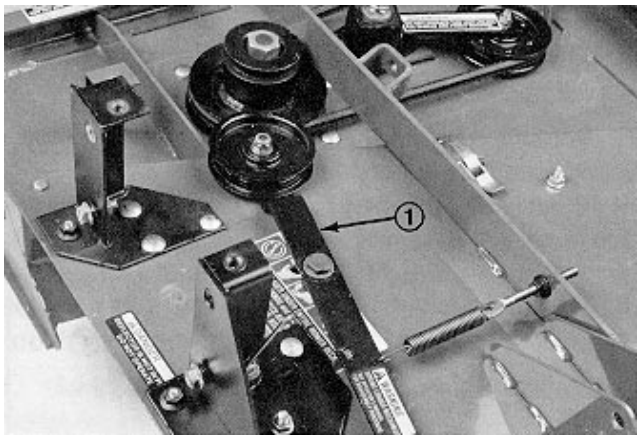

Figure 18
6. Mount idler pulley arm to deck with the following parts, in this order: 3/8−16 pivot screw, 1/2" thrust washer, idler arm, bushing, 3/8" thrust washer, deck and 3/8−16 locknut (Fig. 18).
1. Route belt around small deck spindle pulley (Fig. 18).